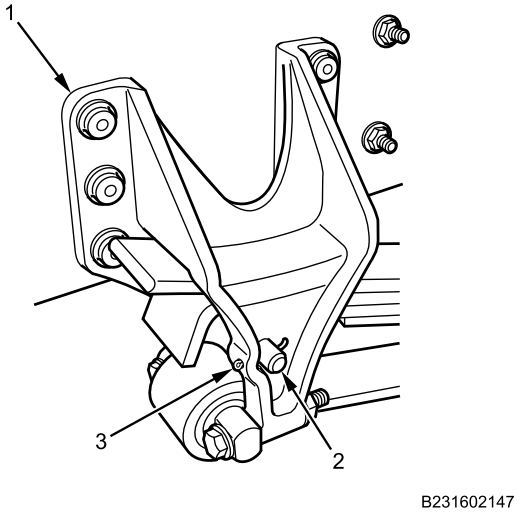

Figure 14. Rear Spring Front Bracket Rebound Pin.
19. Apply corrosion preventive compound to rear spring front bracket rebound pin (Figure 14, Item 2) and new cotter pin (Figure 14, Item 3).
20. Install rear spring front bracket rebound pin (Figure 14, Item 2) on rear spring front bracket (Figure 14, Item 1).
21. Install cotter pin (Figure 14, Item 3) on rear spring front bracket rebound pin (Figure 14, Item 2).